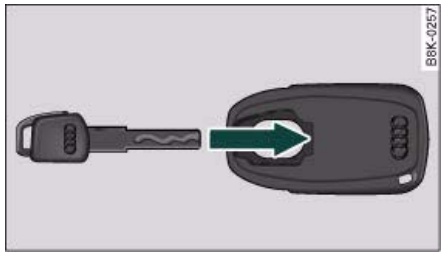

Fig. 37 Inserting the spare key into the adapter
– Slide the spare key ⇒ fig. 37 all the way into the adapter. Make sure that the Audi rings are facing upwards.